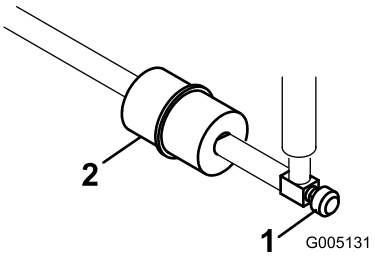

Figur 50
Et filter er indbygget i brændstofrøret mellem brændstoftanken og karburatoren (Figur 50). Udskift filteret for hver 800. time eller før, hvis brændstoftilstrømningen er begrænset. Sørg for, at pilen på filteret peger væk fra brændstoftanken.
1. Luk brændstofafbryderventilen, løsn slangeklemmen på karburatorsiden af filteret, og fjern brændstofledningen fra filteret (Figur 50).
2. Anbring en bakke under filteret, løsn den tilbageværende slangeklemme, og fjern filteret (Figur 50).